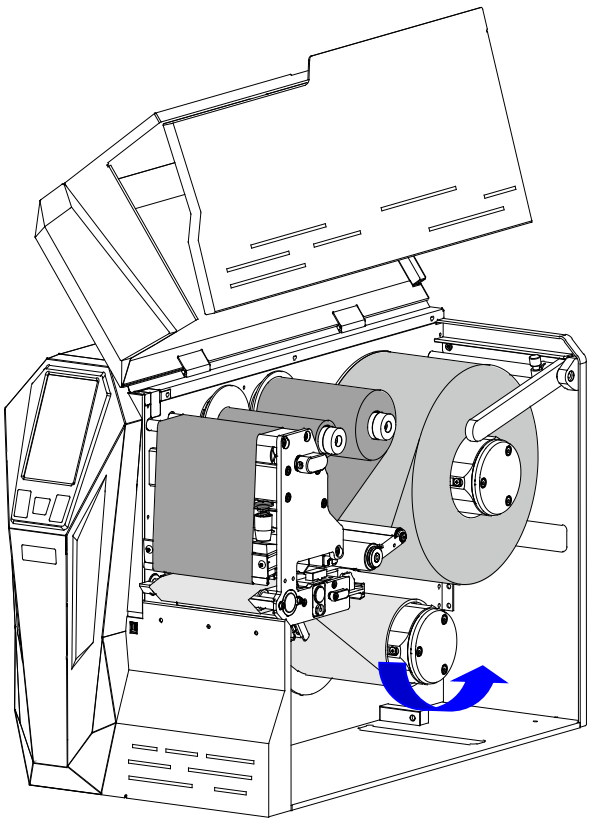

Figure 2-31 Liner Loaded
10. Slide the Liner Take-up Roll on the Rewind spindle and push it firmly against the Stop Plate. Turn the Rewind spindle counter clockwise until the liner is tightly wound. See Figure 2-31.
3. Double-click the printer driver icon to bring up the "License Agreement" screen. Select "I accept the Items in the license agreement" and click "Next", as shown in Figure 2-31.